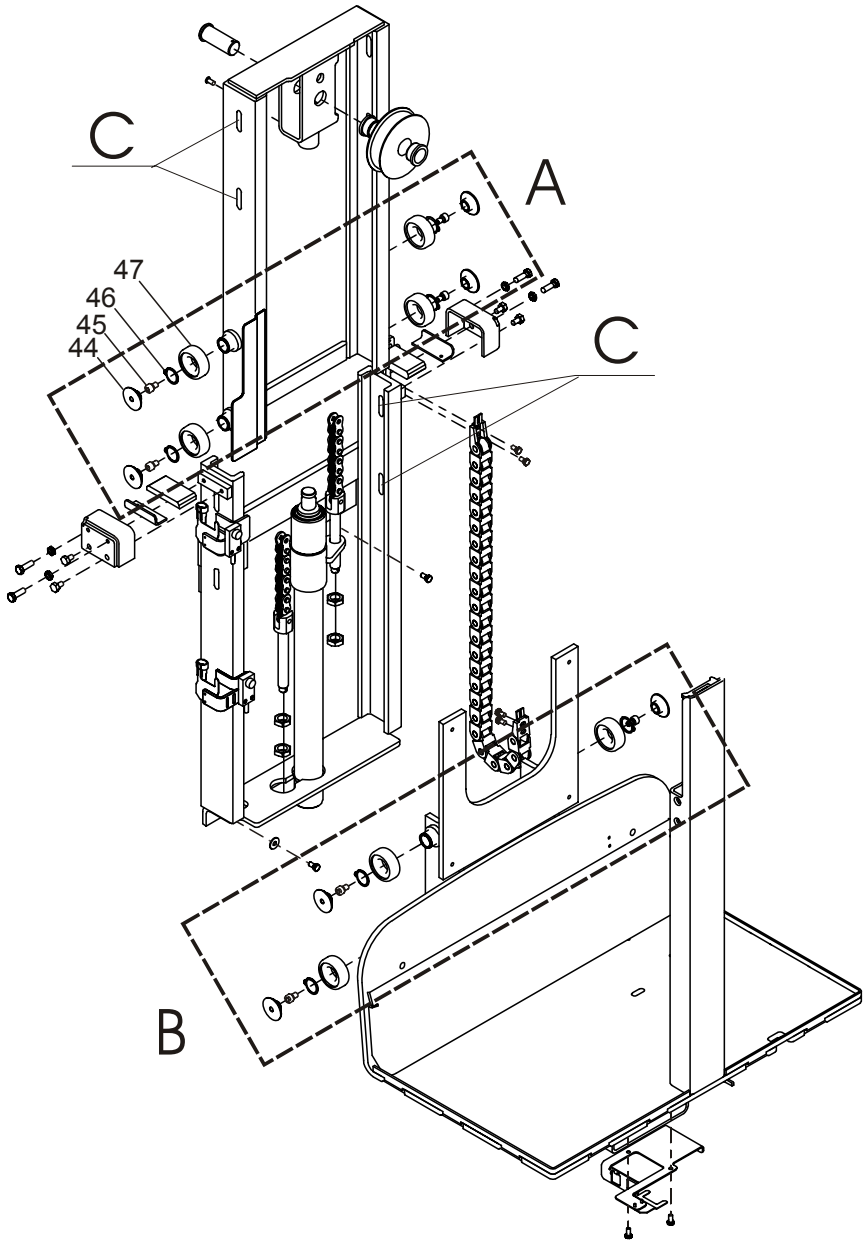

Fig. 13 Einstellung des Fahrer-Hubs
Der Kabinenhub verwendet 8 einstellbare Seitenschutzvorrichtungen, Fig. 13 (A und B). In der höchsten Position ist es möglich, die Fahrerkabinen-Seitenschutzvorrichtungen durch Einsetzen eines Inbusschlüssels Fig. 13 (45) durch die Öffnungen im Längsträger Fig. 13 (C) einzustellen. Den Längsträger unbedingt gemäß des in der Schmiertabelle angegebenen Schmierintervalls - 500 Stunden - schmieren. Für den Zugang zu den Einstellern ist der Ausbau von Komponenten nicht erforderlich.